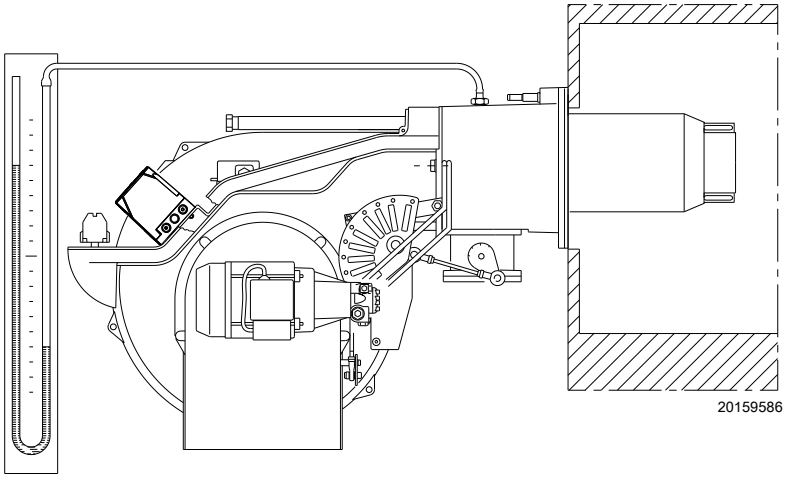

图 36
– 安装一个 U 型压力表或微压表（图 36），插座的 (+) 端连接到多岐管上的燃气压力测试点，(-) 端连接到炉膛内。
参考数值一般可在 表 K 第 26 页中查到；在压力表上读出燃气压力（见 图 36 第 31 页）并按所示进行操作。